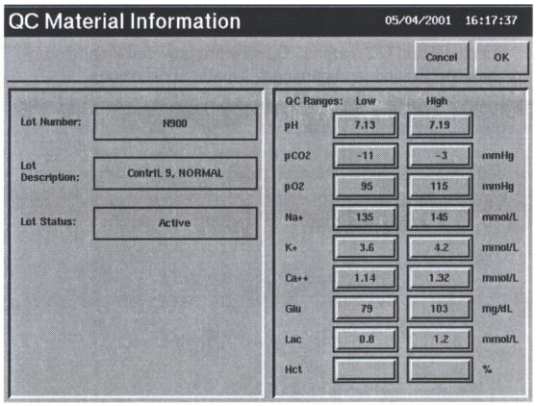

Рис. 3.14
Для редактирования материала – выберите необходимый материал в списке, нажмите кнопку *Edit*. На экране появится окно *QC Material Information* (рис. 3.14), содержащее атрибуты данного материала. Данные атрибуты могут быть изменены. Если изменен номер партии, данные, находящиеся в расписании (программе) контроля качества будут удалены.
2. Нажмите *Add* (Добавить). На экране появится окно *QC Material Information* (рис. 3.14).